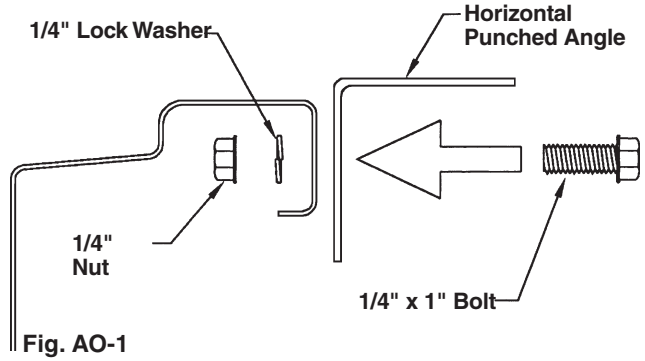

**Fig. AO-1**
You will need one (1), two (2), or three (3) pieces of 1 1/4" x 1 1/4" minimum punched angle at least 13 gauge or 3/32" thick from your local hardware or building supply store. See chart below for number of pieces, length of pieces, and fasteners required for your specific door. Figures AO-1 – AO-9 show how punched angle is to be affixed to door.
Attach the horizontal punched angle (the longer piece) to the top and /or bottom lip of the door as shown in Figure AO-1. Some doors with struts may not need a horizontal angle, see figure for your specific door on the following page.